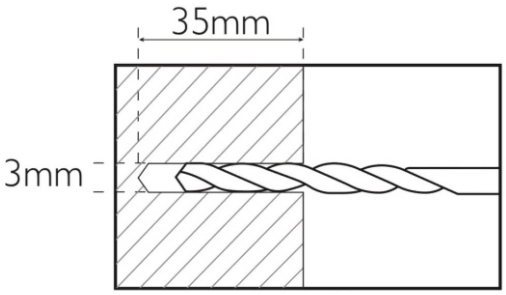

Рис. 3
- При установке в прочную деревянную конструкцию используйте сверло диаметром 3 мм , чтобы просверлить 4 отверстия глубиной 35 мм. См. (рис. 3)